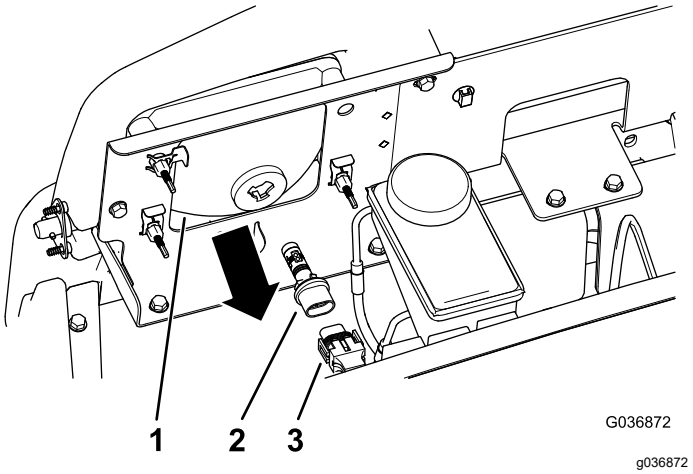

Figur 52
3. Koppla loss kablagets elektriska anslutning från lampans kontakt på baksidan av lamphuset (Figur 52).
4. Vrid lampenheten en kvarts varv motsols och dra den bakåt, ut ur lamphuset (Figur 52).
5. Sätt i den nya lampenheten och lamphuset och passa in flikarna på lampenheten efter skårorna i lamphuset (Figur 52).
6. Fäst lampenheten genom att vrida den ett kvarts varv medsols (Figur 52).
7. Anslut kablagets elektriska anslutning till den nya lampenhetens kontakt (Figur 52).